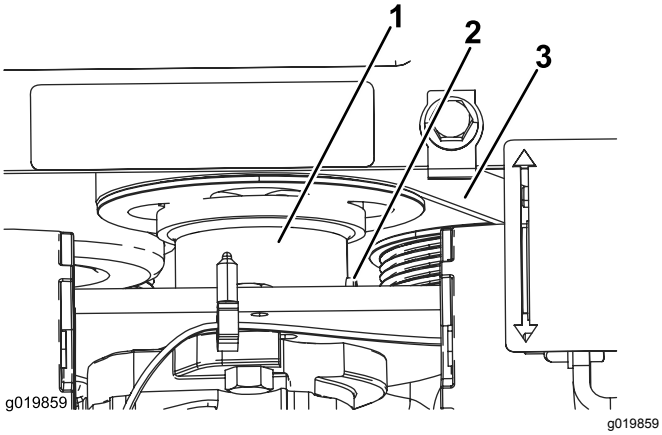

Figuur 53
5. Zet de stelschroef van de pompaandrijfkoppeling los (Figuur 53).